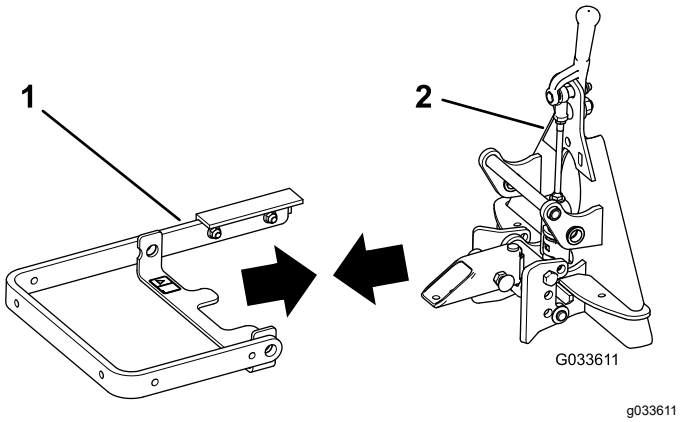

Figur 4
1. Ret hullerne i løftearmen ind med hullerne i QAS-enheden (Figur 4).